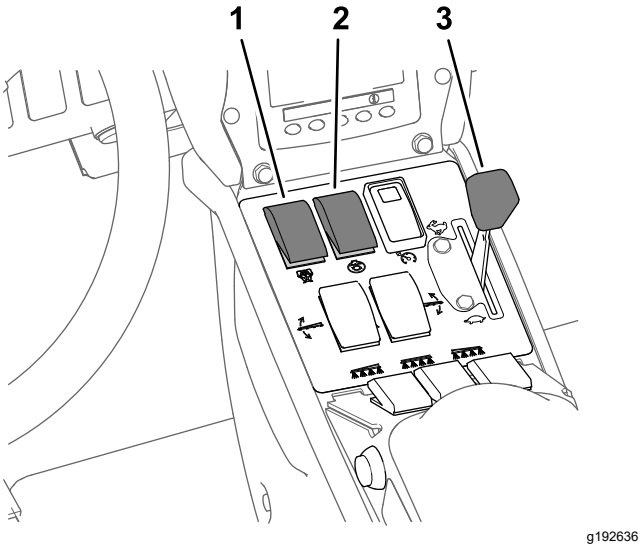

Figur 45
8. Slå PÅ omrörningsomkopplaren och sprutpumpomkopplaren (Figur 45).
9. För gasreglaget till det SNABBA läget (Figur 45).
Obs: Den här proceduren förutsätter att sprutpumpen är påslagen. Se Figur 45 i Spridning i spruthastighetsläget (sida 38).
4. För gasreglaget till den hastighet du vill använda för spridning. Se Figur 45 i Spridning i spruthastighetsläget (sida 38).